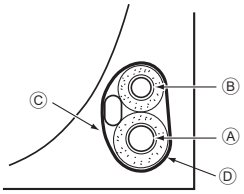

Fig. 4-4
4.4.1. Stockage dans l'espace de tuyauterie de l'appareil (Fig. 4-4)